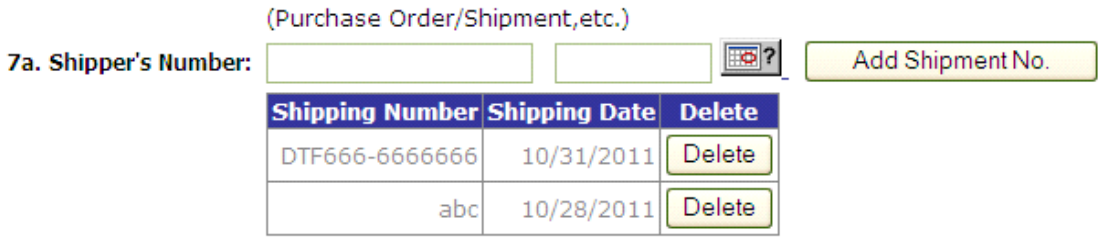

Figure 3.6
b. **Problem Type**: Select a problem type from the drop-down box (Figure 3.6). 7-(Default) Supply Customer Originated, Depot Shipment is the default.